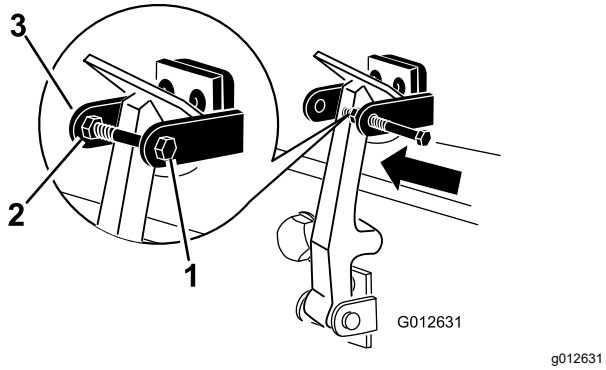

Rysunek 10
7. Wkręć śrubę w drugie ramię uchwytu blokady maski, blokując w ten sposób zatrzask na swoim miejscu (Rysunek 10).